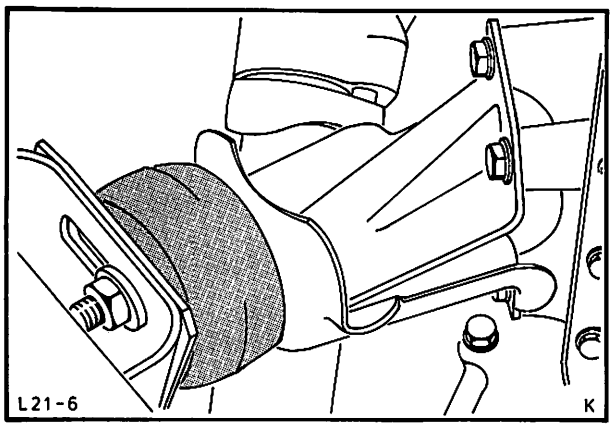
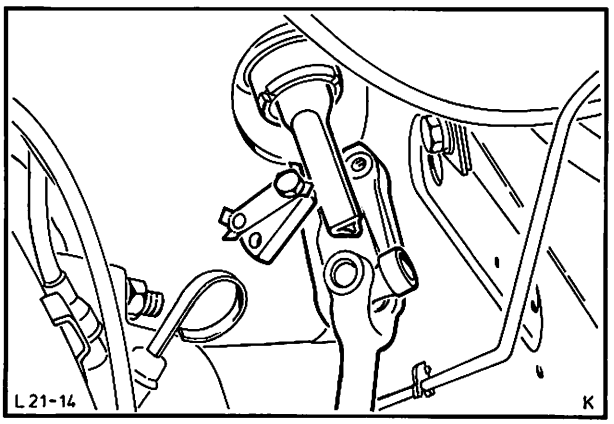

Abb. 19 Gummipuffer-Motorböcke abschrauben
Abb. 20 Verbindungsgelenk-Lenkspindel abbauen
4. Beide Gummipuffer der Motorböcke vom Achskörper abschrauben (2 Muttern). Abb. 19.
5. Ölwannenschrauben (23) herausdrehen und Ölwanne vom Motorblock lösen. Festsitzende Ölwanne seitlich mit einem Schraubendreher abdrücken.
6. Sicherungsblech vom Verbindungsgelenk-Lenkspindel aufbiegen und Schrauben lösen. Eine Schraube entfernen und Lasche zur Seite schwenken, Abb. 20.